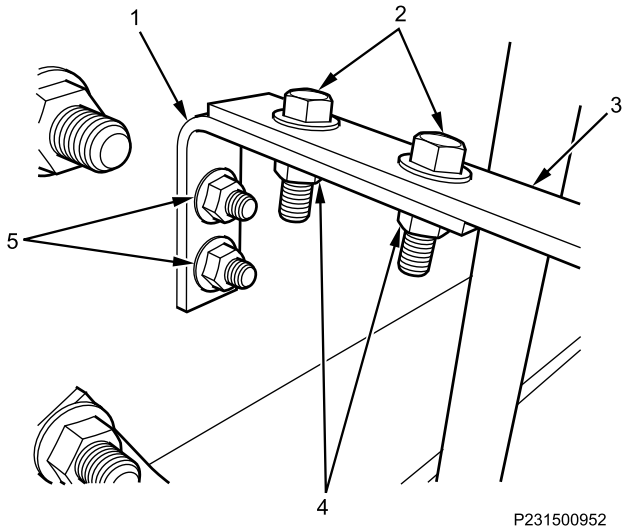
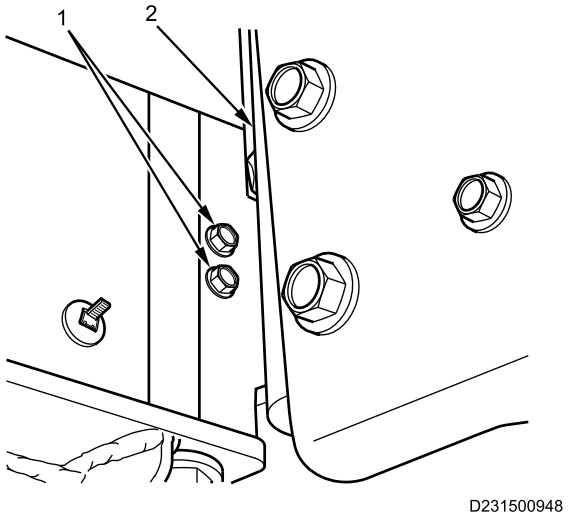

Figure 2. Right Harness Support Bracket Frame Brace.
Figure 3. Right Harness Support Bracket Frame Brace Bolts.
2. Remove nuts (Figure 2, Item 4) from harness support bracket bolts (Figure 2, Item 2).
3. Remove harness support bracket bolts (Figure 2, Item 2) from harness support bracket (Figure 2, Item 3) and right harness support bracket frame brace (Figure 2, Item 1).
4. On inner frame rail, remove nuts (Figure 2, Item 5) from right harness support bracket frame brace (Figure 2, Item 1).
5. On outer frame rail behind battery tray (Figure 3, Item 2), have assistant hold right harness support bracket frame brace bolts (Figure 3, Item 1) to prevent rotation.
6. Remove right harness support bracket frame brace bolts (Figure 3, Item 1) and right harness support bracket frame brace (Figure 2, Item 1).